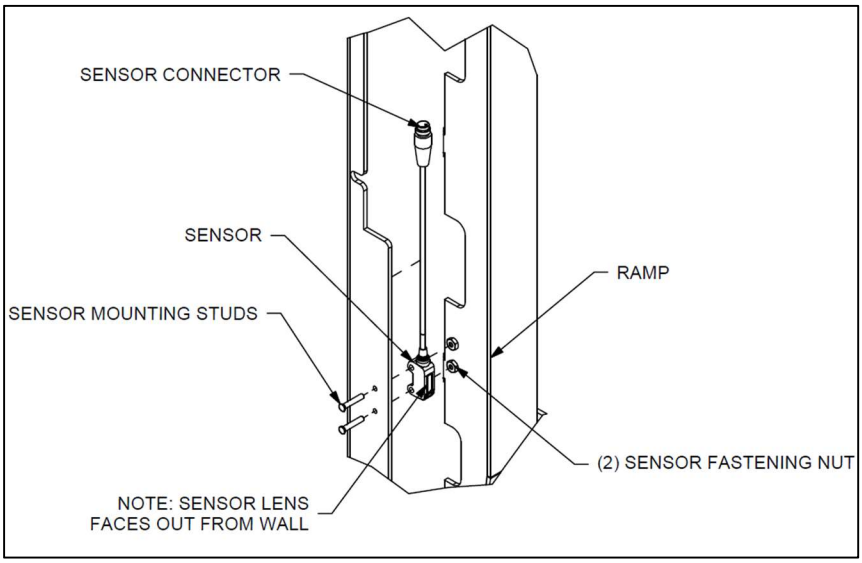

***Figure 4 - SENSOR MOUNTING TO UPPER WALL ANGLE***
14. Attach sensor to upper wall angle, referring to **Figure 4** for placement: